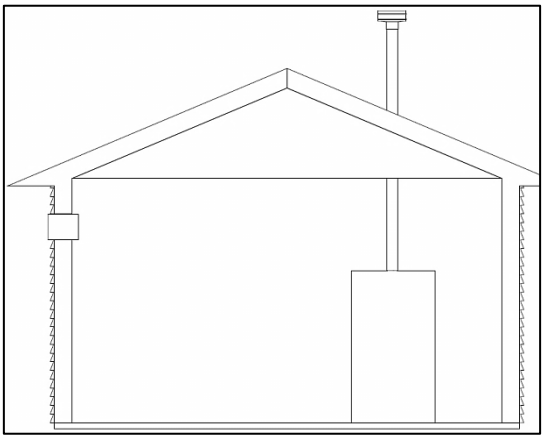

Figure 19 – Combustion Air From Outdoors – Single Opening
4. If a single combustion air opening is provided to bring combustion air in directly from the outdoors, the opening must be sized based on a minimum free area of one square inch per 3000 BTU/hr. This opening must be located within 12” of the top of the enclosure. See Figure 19.